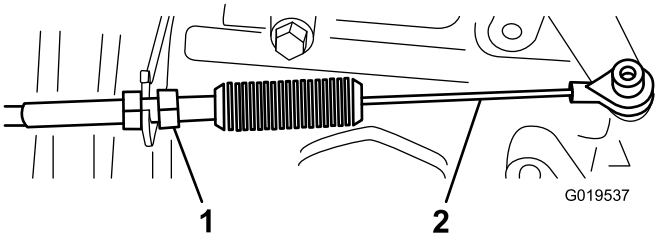
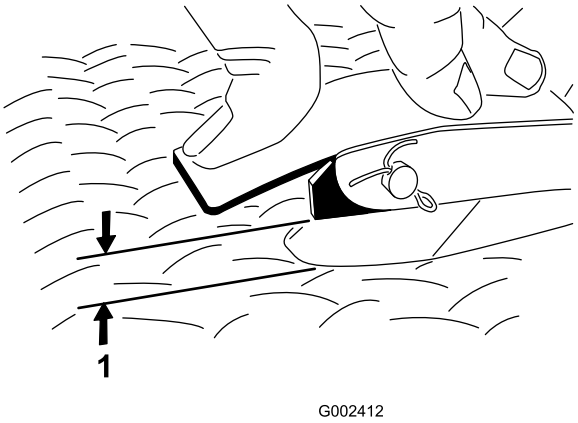

Figur 67
Figur 68
2. Justera kulleden på gasvajern (Figur 67) så att spelet blir 2,54 till 6,35 mm mellan gaspedalsarmen och den översta delen av den diamantmönstrade golvplattan (Figur 68) när en kraft motsvarande 11,3 kg appliceras mitt på pedalen.
3. Dra åt låsmuttern (Figur 67).